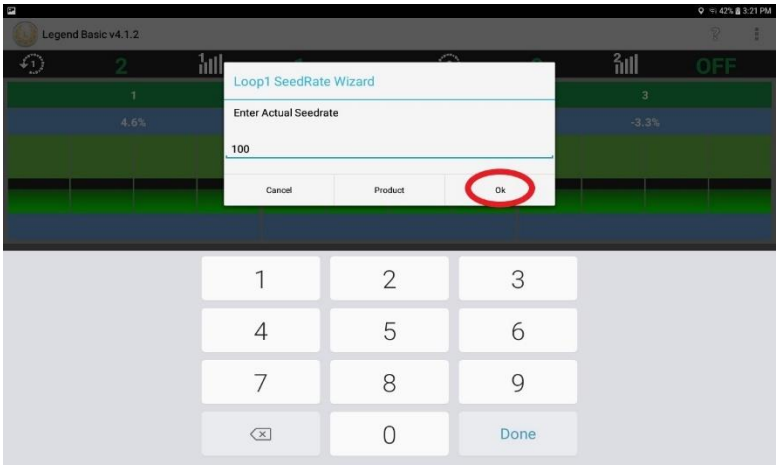

Figure 4.2
2. Enter your actual seedrate as in figure 4.2 and press ok.